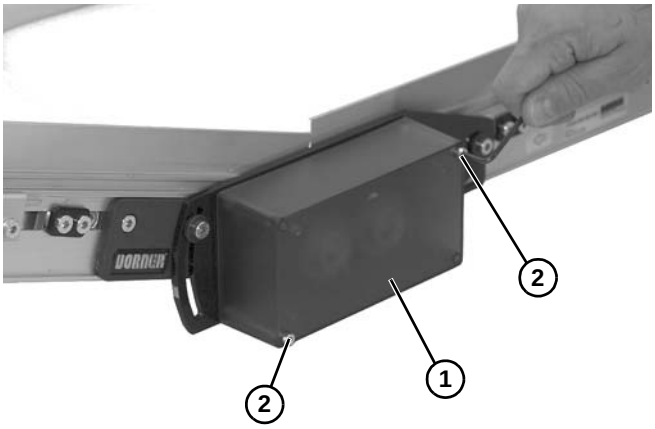

Abbildung 83
12. Abdeckung **(Abbildung 83, Teil 1)** und zwei Schrauben **(Abbildung 83, Teil 2)** einbauen. Schrauben stark genug festziehen, um Abdeckung zu sichern.